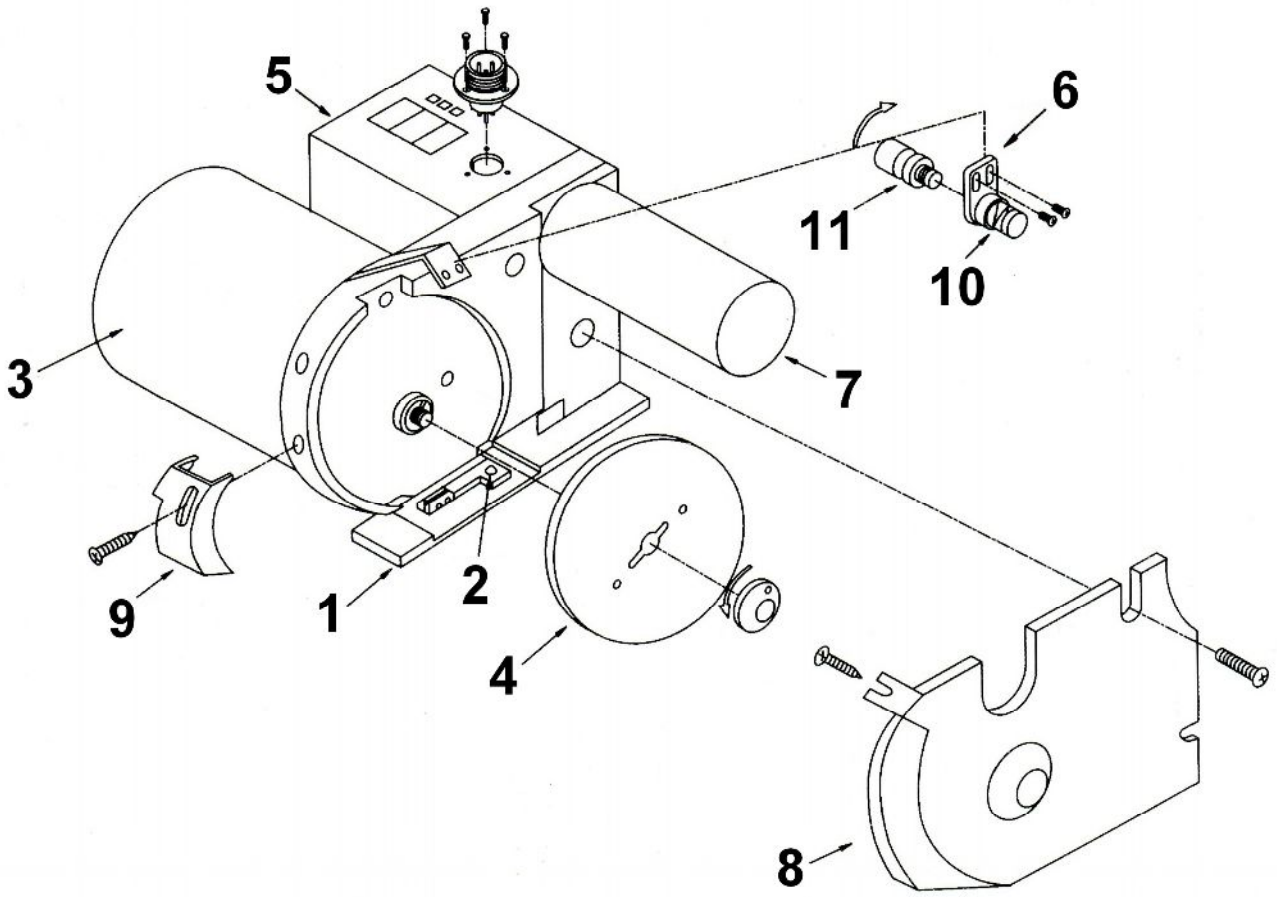

Рисунок 6
Раскройный нож (рис. 6) В его состав входят следующие компоненты :опора для крепления всех компонентов (1) с креплением для контр ножа (2), двигатель (3), дисковый нож (4), счётчик отрезанных слоёв (5), ручка с кнопкой включения (рисунок 7), точильное устройство (6) и противовес (7). Всё это выглядит следующим образом. В корпусе раскройной машины установлен двигатель который приводит дисковый нож в движение при помощи прямой передачи крутящего момента. Дисковый нож прикрыт защитным кожухом (8) с закреплённым на нём ограничителем высоты (9) раскраиваемого материала. В верхней части защитного кожуха установлено точило